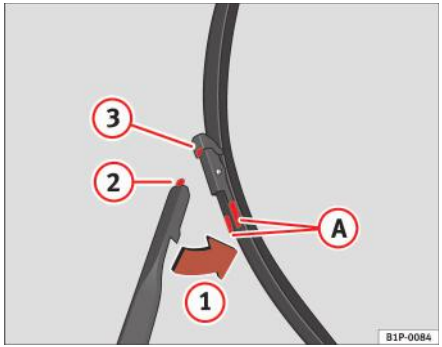

Fig. 148 Înlocuirea lamelor ştergătoarelor de parbriz
– Apăsați picioruşele laterale (A) şi eliberați lama deplasând-o în direcția săgeții (1) ⇒ fig. 148.
– Introduceți picioruşul (2) în fanta (3) a lamei. ⇒ fig. 148
– Deplasați lama spre braț în sens opus săgeții (1), până când se fixează în poziție cu un clic. ⇒ fig. 148